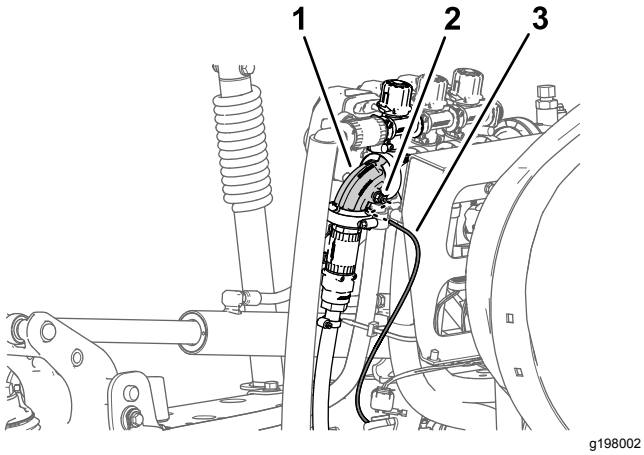

Rysunek 28
1. Wciśnij kołnierz złączki rury w kolanko 90° prawego zaworu sekcji zraszania (Rysunek 28).
2. Wyciągnąć rurkę czujnika ciśnienia do wskaźnika liniowego ze złączki rurki (Rysunek 28).